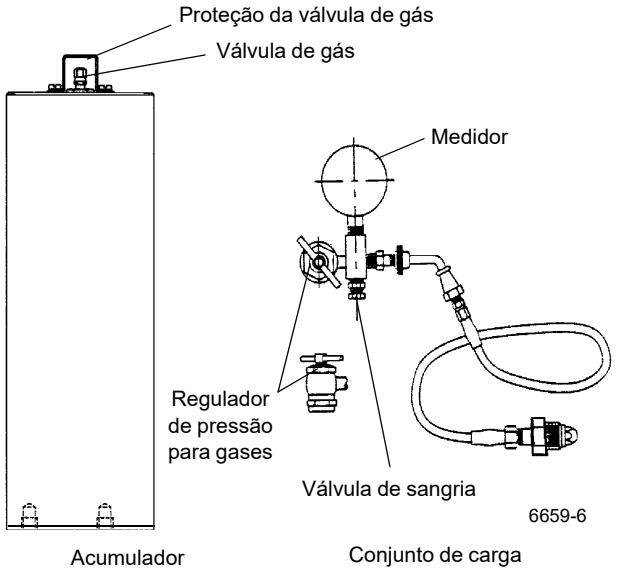

FIGURA 2-11
1. Com o motor desligado, descarte todo o óleo pressurizado armazenado nos acumuladores pressionando o pedal do freio de serviço no piso da cabine diversas vezes. Remova a proteção e a tampa da válvula de gás no acumulador (Figura 2-11).
2. Antes de conectar o conjunto de carga de gás (Figura 2-11) à válvula de gás do acumulador, recue a alavanca em "T" do regulador de pressão para gases totalmente para fora (sentido anti-horário).
6. Se a pressão for 1400 psi +50/-0 (9,7 MPa +0,4/-0), remova o conjunto da válvula de carga girando a alavanca em "T" totalmente para fora no regulador de pressão para gases e abrindo a válvula de sangria (Figura 2-11).
1. Com o motor desligado, descarregue todo o óleo armazenado nos acumuladores pressionando diversas vezes o pedal do freio de serviço. Remova a proteção da válvula de gás e a tampa da válvula de gás no acumulador (Figura 2-11).
3. Antes de conectar o conjunto de carga (Figura 2-11) à válvula de gás do acumulador, gire a alavanca em "T" do regulador de pressão para gases totalmente para fora (sentido anti-horário).
7. Se a pré-carga estiver acima de 1400 psi +50/-0 (9,7 MPa +0,4/-0), feche a válvula do cilindro de nitrogênio e abra lentamente a válvula de sangria no conjunto de carga (Figura 2-11) até que a pressão da pré-carga esteja correta.